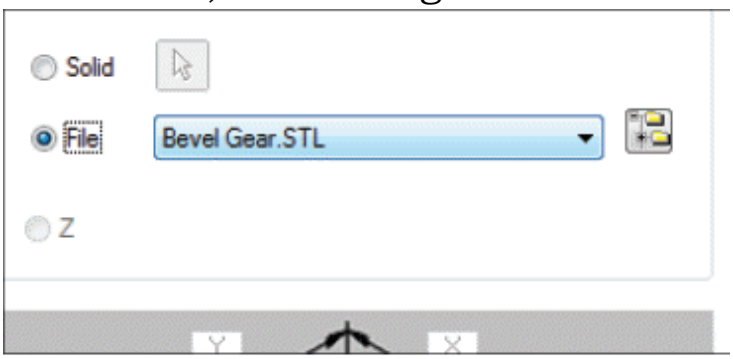

Figure-65. Name of file displayed
- Browse to the location of desired file and double-click on the model file. Note that you can use only STL file format for this. The name of the model will displayed in the field next to the **File** radio button; refer to Figure-65.